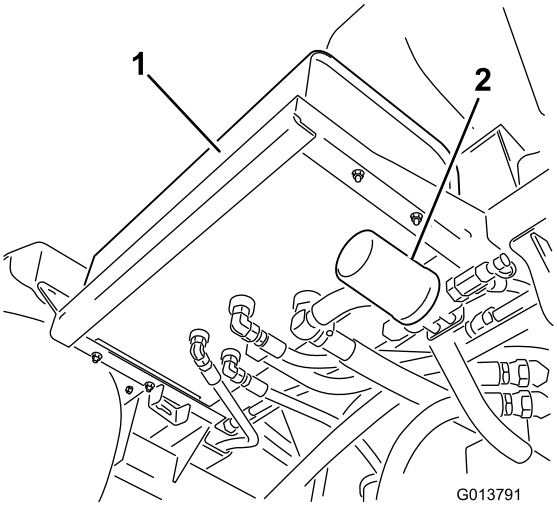
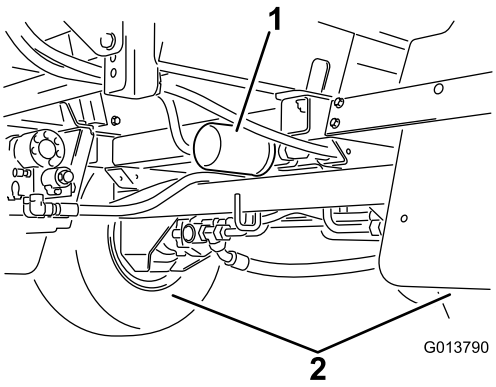

Figur 91
Figur 92
2. Find maskinens to hydraulikfiltre (Figur 91 og Figur 92).